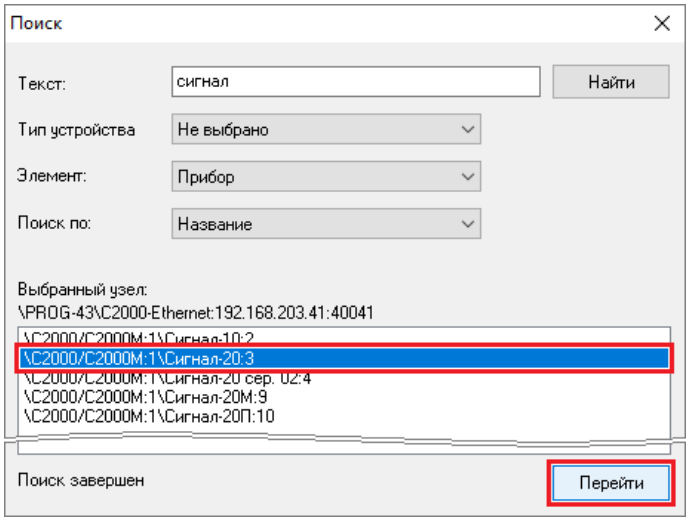

Рисунок 6-31 Переход к выбранному из найденных элементу
3) в области отображения результатов поиска выделите один из найденных элементов и нажмите кнопку «Перейти» (см. Рисунок 6-31);